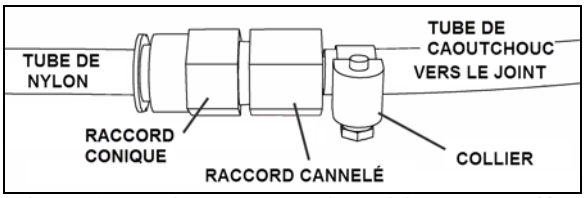

FIGURE 34: PRISE D'AIR DE JOINT GONFLABLE TYPE 26161
2. Débrancher le tube de nylon du raccord de compression (Figure 34).
8. Rebrancher le tube nylon sur le raccord. (Figure 34).